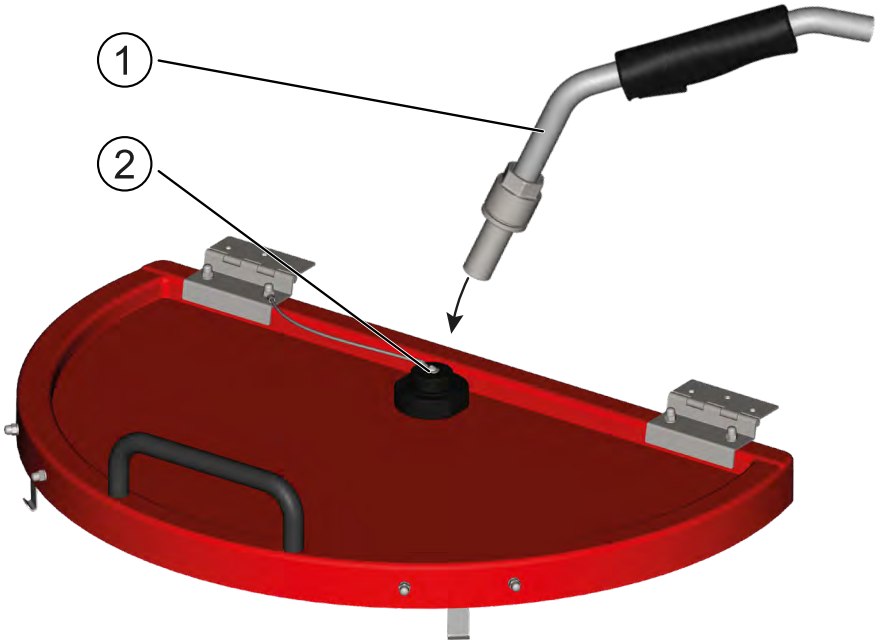

Bild 23: Dosierpistole in Reinigungsdüse einstecken
1. Entfernen Sie den Reinigungsdüsen-Stöpsel ② aus dem Deckel.
2. Stecken Sie die Dosierpistole ① in die Öffnung der Reinigungsdüse (siehe „Bild 23: Dosierpistole in Reinigungsdüse einstecken“ auf Seite 47.)